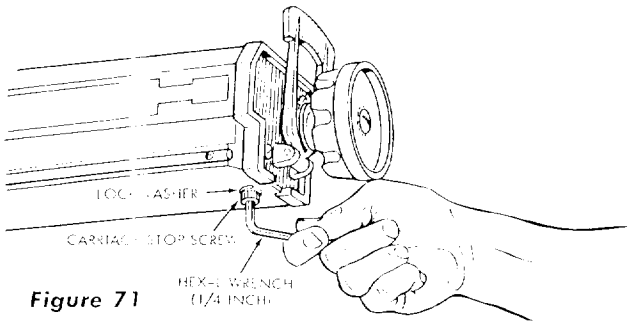
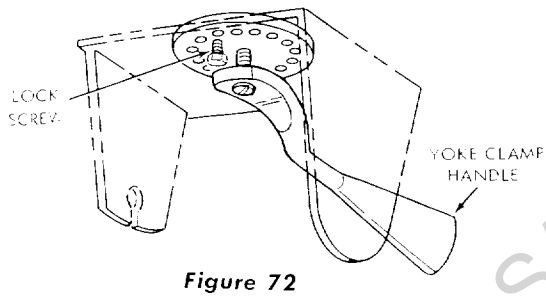
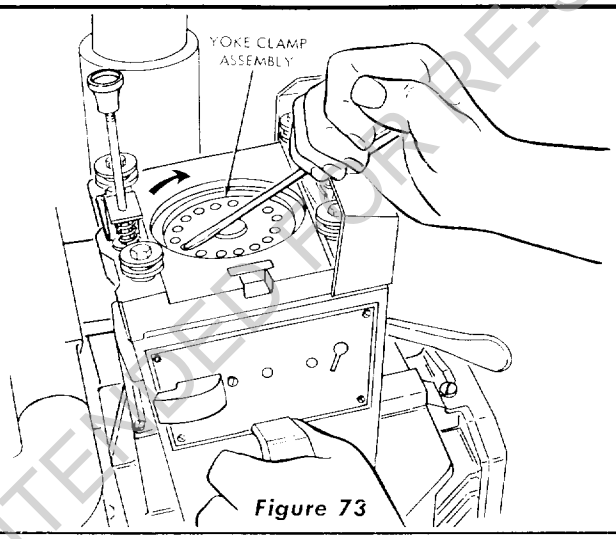

Figure 71
Figure 72
Figure 73
(2) Remove the carriage stop screw and lockwasher (figure 71) with a 3/16-inch hex-L wrench.
(3) Grasp the motor and carriage assembly and, holding it parallel to the radial arm until all bearing rollers are free of their tracks, move it carefully off the end of the arm.
(4) Rest the motor and carriage assembly on saw table and remove the lock screw (figure 72).
(5) Using a screwdriver, rotate the yoke clamp assembly (figure 73) clockwise until the next hole will line up with the lock screw. (See figure 72.) Usually rotating the yoke clamp assembly one hole will correct this adjustment. However, in some extreme cases it may be necessary to rotate it two holes or more.
(6) Install and tighten the lock screw. (See figure 72.)
(7) Hold the motor and carriage assembly parallel to radial arm and start the rear bearings onto the tracks. Continue to hold the assembly parallel to the tracks until the forward bearings are on the tracks.
(8) Slide the carriage rearward on the radial arm and install the carriage stop screw and lockwasher (figure 71).